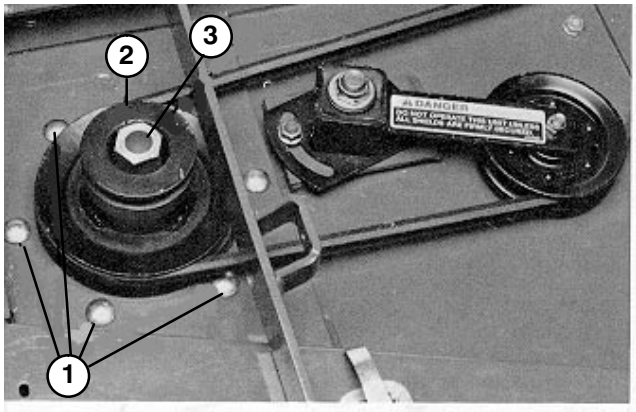

Figure 4
4. Remove six carriage bolts and flange nuts securing spindle housing assembly to cutting unit (Fig. 4). Slide spindle housing assembly out bottom of cutting unit.